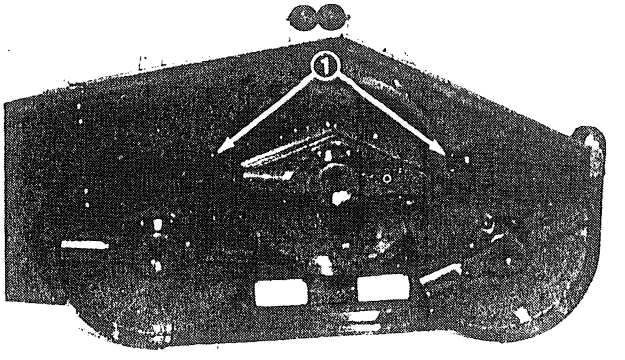

Figure 6
5. Position mulcher screen on cutting unit and align with (2) mounting holes.
6. Secure mulcher screen to cutting unit with (2) 3/8 - 16 x 3/4" lg. capscrews as shown in Figure 6.